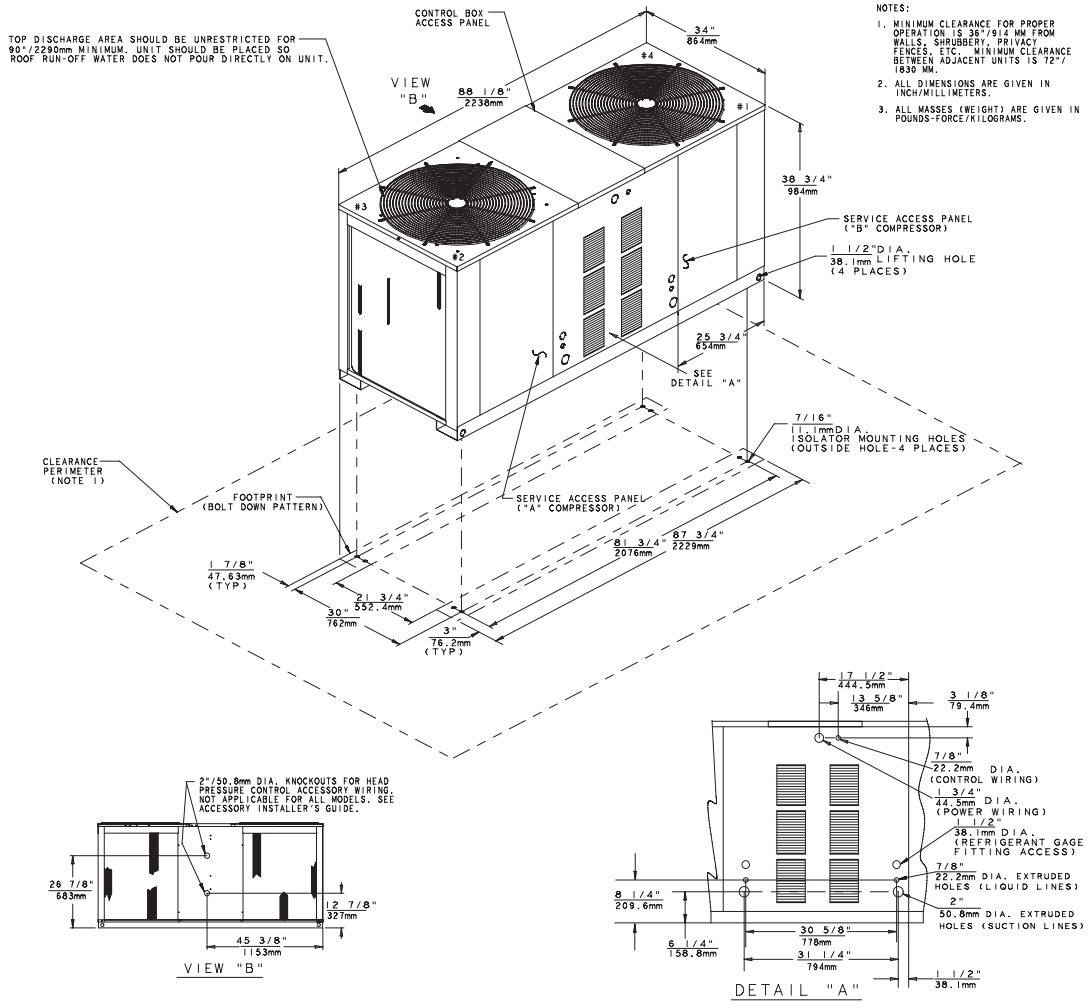

Figure 4. TWA200B, TWA240B Dimensional Data, Connection Locations, Clearances, Corner Weights
All TWA units are shipped with a holding charge of nitrogen in each circuit. Remove the compressor access panel(s) shown in Figure 1, p. 6, Figure 2, p. 6 or Figure 3, p. 7, Figure 4, p. 8. Locate the liquid line or suction line service valve for each circuit. Install gauges to determine if the circuits are still pressurized. If not, the charge has escaped. Repair as required to obtain a leak-free circuit.
Provide enough space around the unit to allow unrestricted access to all service points. Refer to Figure 1, p. 6, Figure 2, p. 6, Figure 3, p. 7 or Figure 4, p. 8 for unit dimensions and minimum required service and free air clearances. Observe the following points to insure proper unit operation:
1. Do not install the unit under a low overhang. Condenser discharge must not be restricted. See Figure 1, Figure 2, Figure 3 or Figure 4.
3. Condenser intake air is supplied from three sides of the unit. Adhere to the minimum required clearances given in Figure 1, p. 6, Figure 2, p. 6, Figure 3, p. 7 or Figure 4, p. 8.
In regions where deep snow is encountered, raise the unit a minimum distance of 8 to 12 inches above the mounting surface. This will reduce the risk of snow blocking the coil and inproves runoff of water produced during the defrost cycle. Avoid locating the unit where snow tends to drift. Snow accumulations must be removed from around the unit immediately to prevent drastic efficiency reduction. A snow drift barrier may be constructed around the unit to prevent snow blockage. Clearance between the snow barrier and the unit must comply with the clearances given in Figure 1, Figure 2 or Figure 3 or Figure 4.
"For ground level installation, the unit base should be adequately supported and hold the unit near level. The installation must meet the guidelines set forth in local codes." The support should extend two inches beyond the unit base channels at all points. The unit and support must be isolated from any adjacent structure to prevent possible noise or vibration problems. Any ground level location must comply with required clearances given in Figure 1, p. 6, Figure 2, p. 6, Figure 3, p. 7 or Figure 4, p. 8.